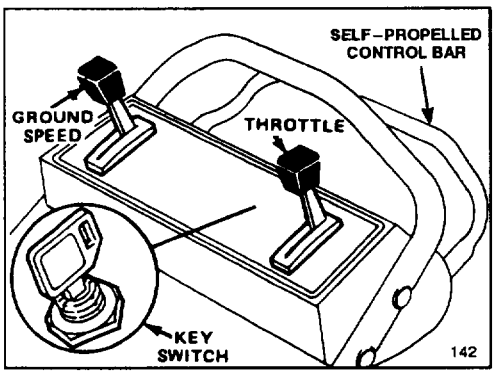
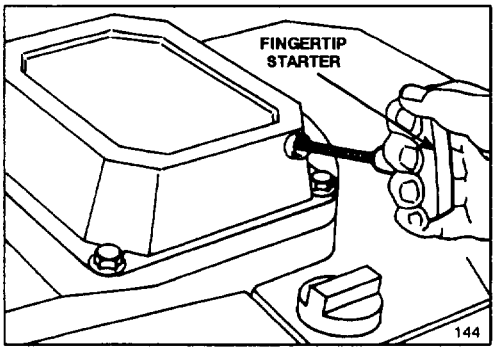

Figure 7
Figure 8
1. CONTROLS—Key switch (Key start models), throttle, ground speed control, and self–propelled control bar are on upper handle (Fig. 7). Fingertip starter is on top of engine (Fig. 8).
2. Push spark plug wire onto spark plug and on self–propelled models move ground speed control to "N" (Fig. 7).
4. KEY–LECTRIC STARTING—Move throttle (Fig. 7) to CHOKE. Turn key (Fig. 7) to START and release when engine begins running. When engine starts, remove throttle from CHOKE and regulate as desired.
6. STOPPING (Fig. 7)—Release control bar to stop traction drive. Move ground speed control to "N" on self–propelled models. To stop engine, move throttle to OFF. Remove key from switch (key start model) and pull wire off spark plug if mower is unattended or not used.
3. Move throttle control to FAST (Fig. 7).